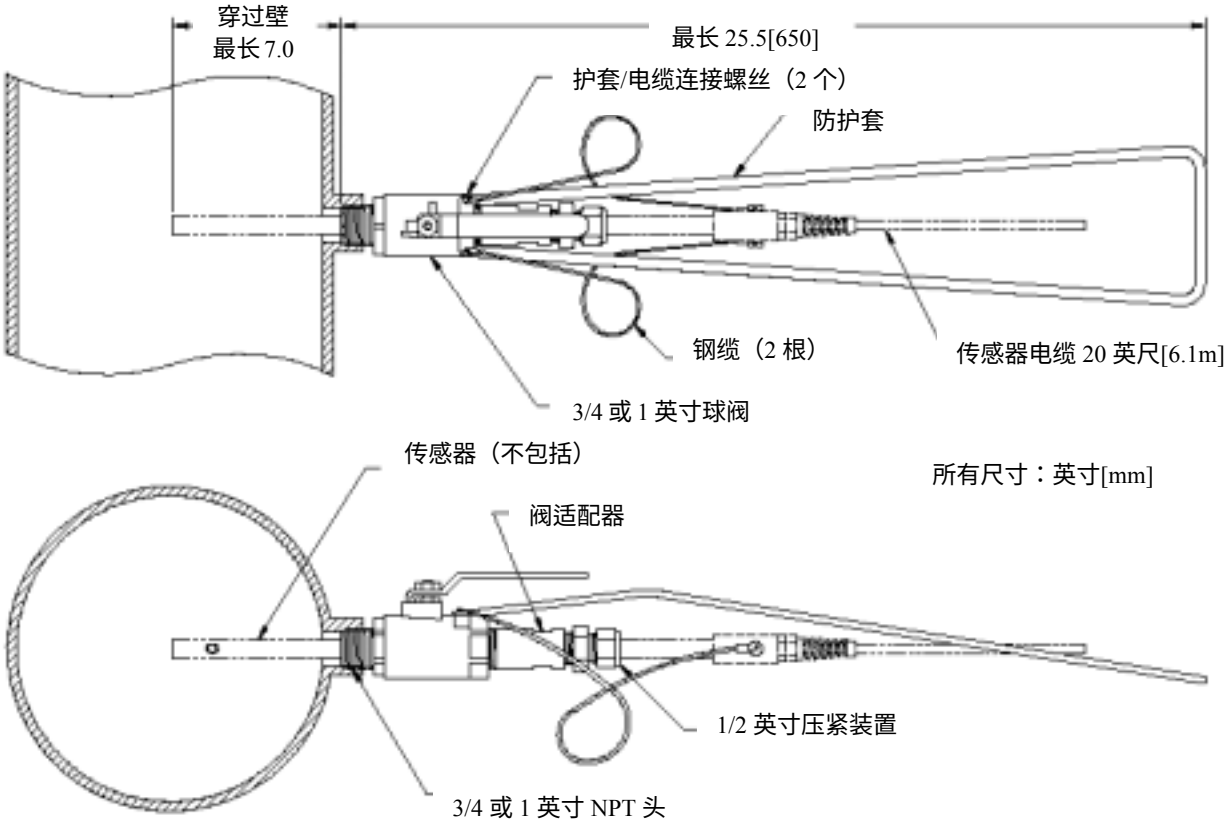

图 2-5　球阀组件安装详图
- 将传感器插入到管道流体中，以使过程液体可以直接流入到传感器的尾部（如图 2-5）。
C． 将传感器插入球阀组件背面的压紧装置中。然后调节插入深度以定位传感器的“逆流”孔朝向管道流体的中心（如图 2-5）。